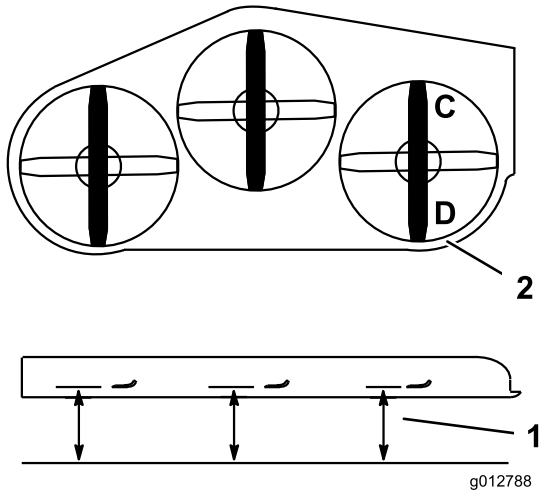

**Figur 85**
1. Placer højre kniv på langs (Figur 85).
2. Mål den højre kniv ved punktet **C** fra en plan overflade til knivspidsens skarpe kant, og noter dette tal ned (Figur 85).
3. Mål den højre kniv ved punktet **D** fra en plan overflade til knivspidsens skarpe kant, og noter dette tal ned (Figur 85).
4. Plæneklipperens skærekniv skal være 6 til 10 mm lavere ved punkt **C** end ved punkt **D** (Figur 85). Hvis det ikke er korrekt, skal du gøre følgende: